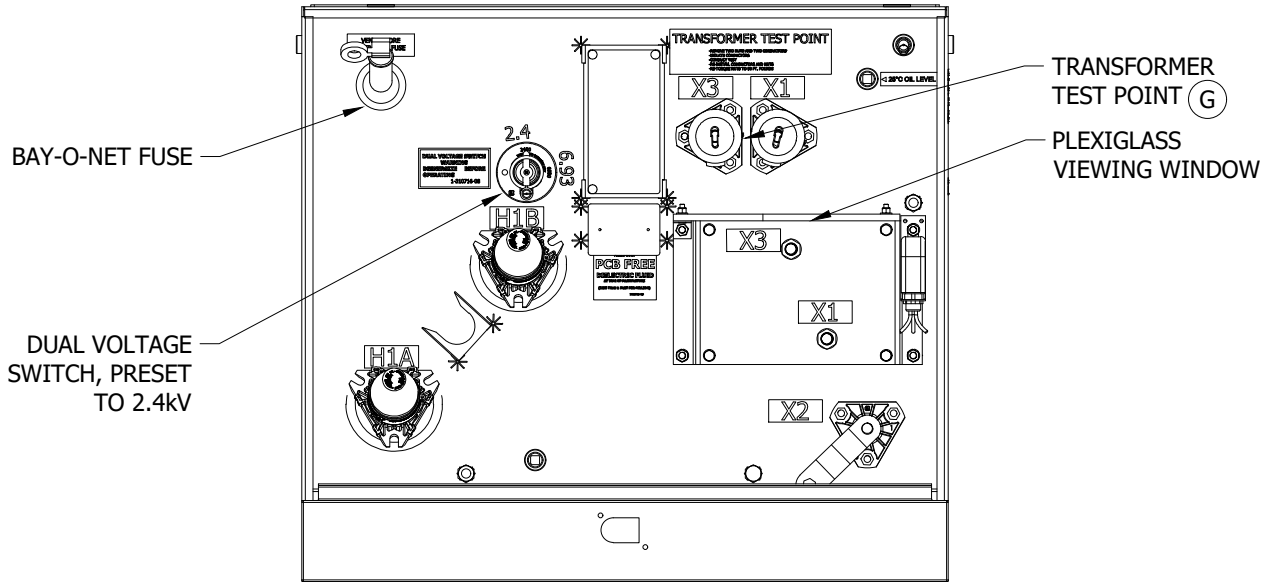

FIGURE 6 (F)(G)
(G) TO PERFORM TRANSFORMER PRE-TEST, DISCONNECT AND ISOLATE X3/X1 CONDUCTORS SHOWN IN FIGURE 6. PERFORM TEST, THEN RE-INSTALL X3/X1 CONDUCTORS, AND TORQUE TO 50 FT. LBS. DO NO OVER/UNDER TIGHTEN.